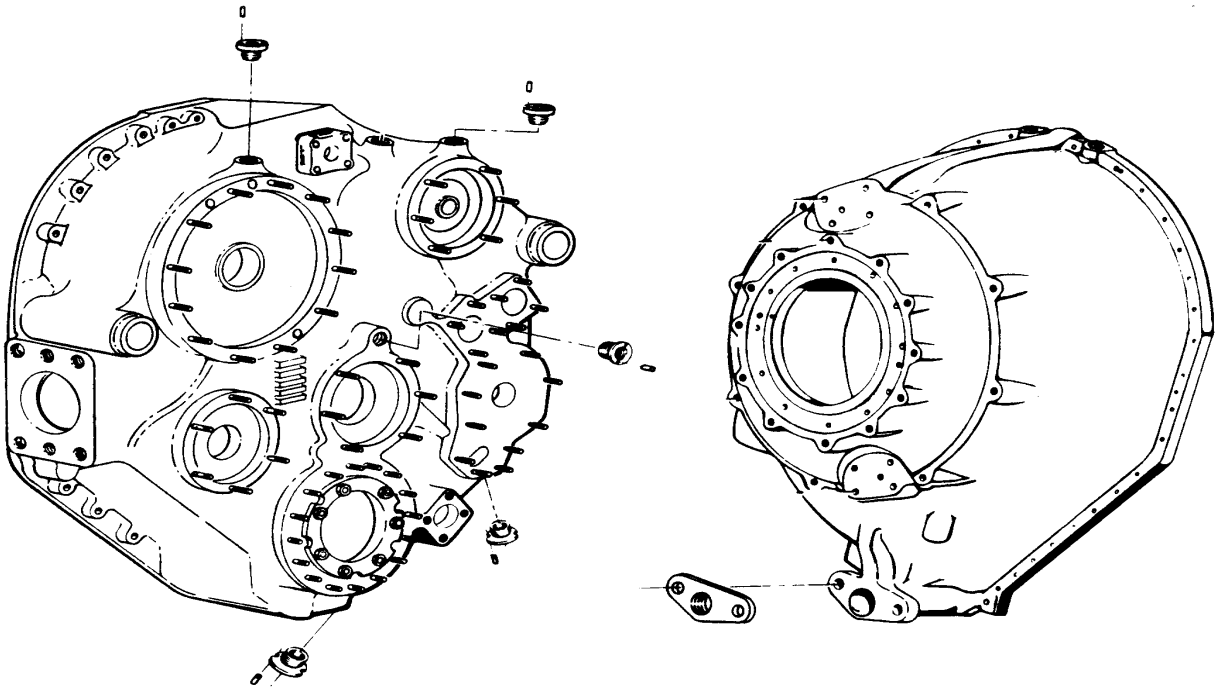

Figure 1. Reduction Gear Drain Plug Inserts and Flanged Bushing Locations
a. Inspect drain plug flanged bushing, located at bottom of reduction gear front housing looking rearward (see figure 1), for oil leakage and damaged threads. Replace a damaged bushing as follows:
(1) Remove lockwire and two bolts securing flanged bushing to front housing.
(2) Remove flanged bushing from front housing and discard.
(3) Place new packing on new flanged bushing.
(4) Insert new flanged bushing and packing into front housing.
(5) Replace two bolts securing bushing to front housing. Torque bolts to 150–200 lb in. and secure with 0.032 in lockwire. (QA)